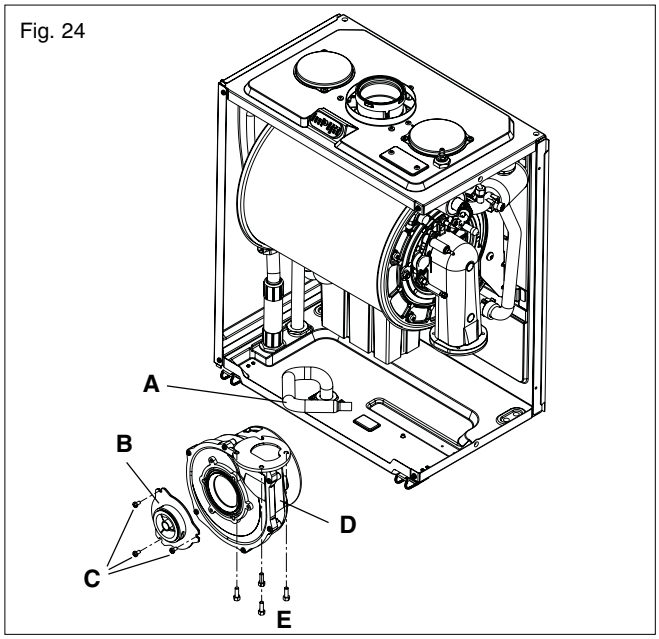

Fig. 24
6.14 FLUE FAN & MIXER (fig. 24)
Carry out component removal procedure as described in 6.4. Unclip and remove the air chamber front and the RH side covers. Slacken the gas pipe **(A)** at the air box connection and swing/rotate of the fan assembly. Locate and remove the 3 internal nuts **(B)** which secure the fan assembly in position **(C)** to the heat exchanger **(D)**. Disconnect the electrode leads and ancillary wiring from their respective connectors. Remove the retaining screws **(A, fig. 24)** for sensing electrode and remove. Remove the retaining nut **(C, fig. 24)** for condense sensor **(D, fig. 24)** and remove. Gently ease the fan assembly out of its location. Once the assembly has been removed, the burner **(E)** can be withdrawn from the heat engine. Ensure the seal **(F)** is in good condition, taking care to ensure it is replaced correctly. Replace in the reverse order.